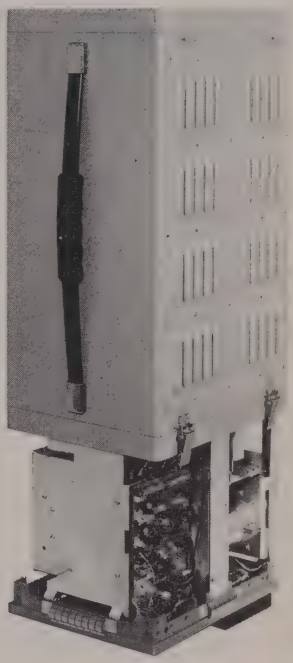

Figure 6-1. Cover Removal
a. REMOVAL OF COVER(See figure 6-1)
(1) Disconnect ac plug from its power source
(2) Remove both front and rear covers by releasing four latches on each cover.
(3) Place oscilloscope in vertical position, on its rear panel, slide cover off.